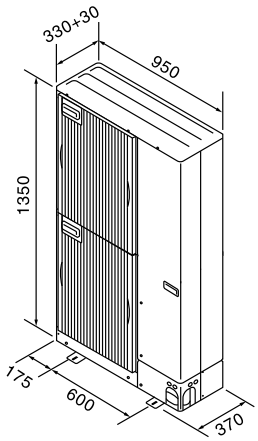

Fig. 2-2
2.3. Контурные габариты (Наружный прибор) (Fig. 2-2)